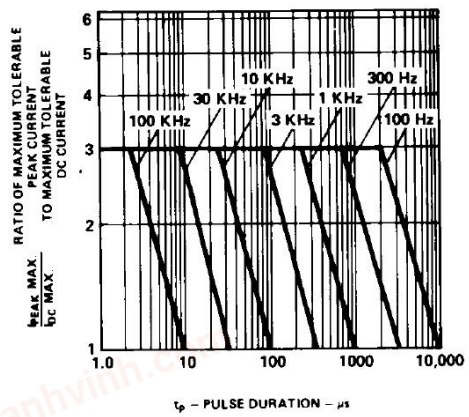

Figure 2. Maximum tolerable peak current vs. pulse duration. (I_{DC} MAX as per MAX ratings).
1. See Figure 2 to establish pulsed operating conditions.